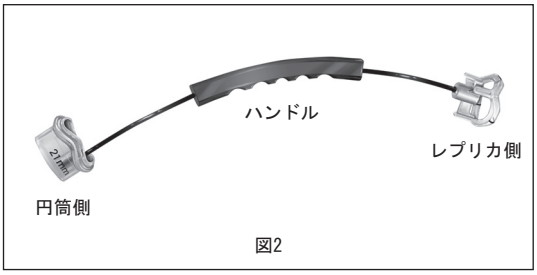

図2
3. 専用サイザー（モデル1133）を使用して弁輪を測定します（図2）。